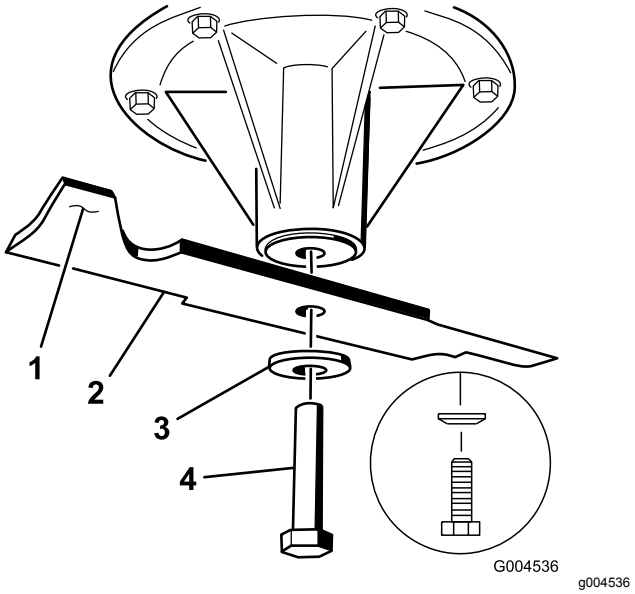

Figur 110
2. Fjern knivbolten, bueskiven og kniven fra spindelakselen (Figur 110).